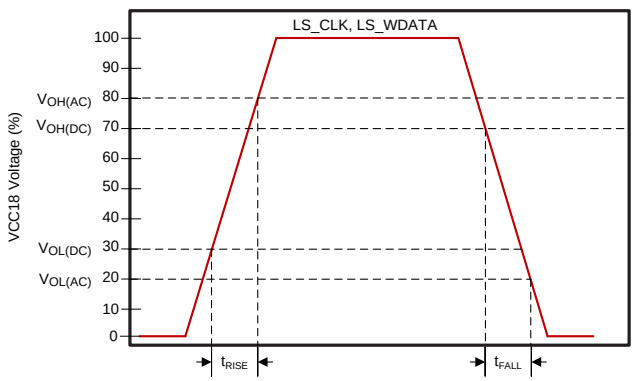
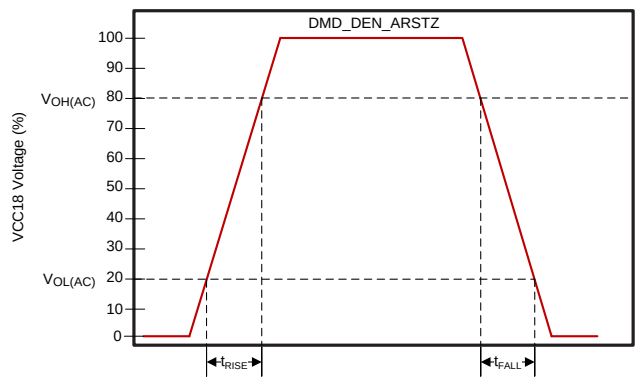

Figure 3. LS_CLK and LS_WDATA Slew Rate
Figure 4. DMD_DEN_ARSTZ Slew Rate
(1) See Figure 3 for DMD_LS_CLK, and DMD_LS_WDATA rise and fall times. See Figure 4 for DMD_DEN_ARSTZ rise and fall times.